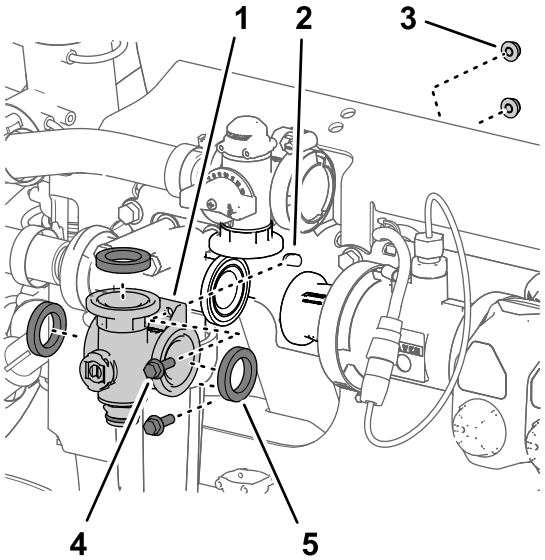
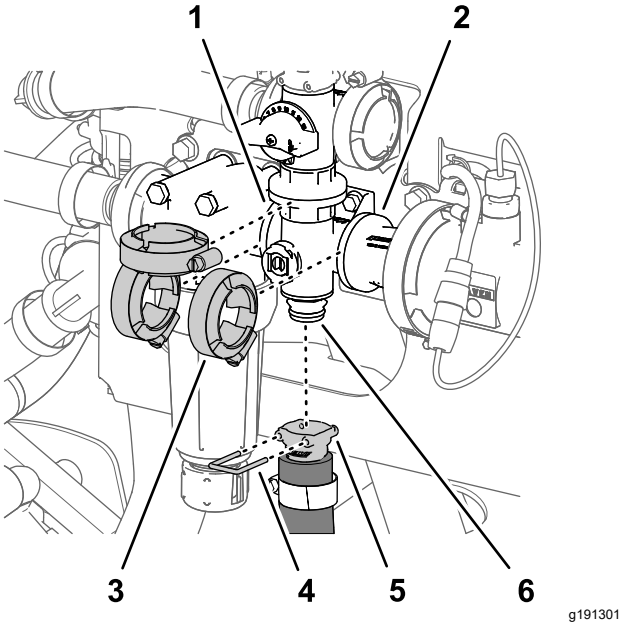

Figur 135
Figur 136
1. Rikta in flänsen på omrörningsventilens grenrör och de tre packningarna mot flänsarna på omrörningsöverströmningsventilen, tryckfilterhuvudet och kopplingsadaptern (Figur 135 och Figur 136).
2. Fäst omrörningsventilens grenrör löst vid omrörningsöverströmningsventilen, tryckfilterhuvudet och kopplingsadaptern (Figur 136) med de tre flänsklämmorna som du tog bort i Ta bort omrörningsventilens grenrör (sida 83).
5. Dra åt de tre flänsklämmorna för hand (Figur 136).
6. Montera omrörningsslangens snabbkoppling på snabbanslutningsfästet för omrörningsventilens grenrör med snabbkopplingstappen (Figur 136).